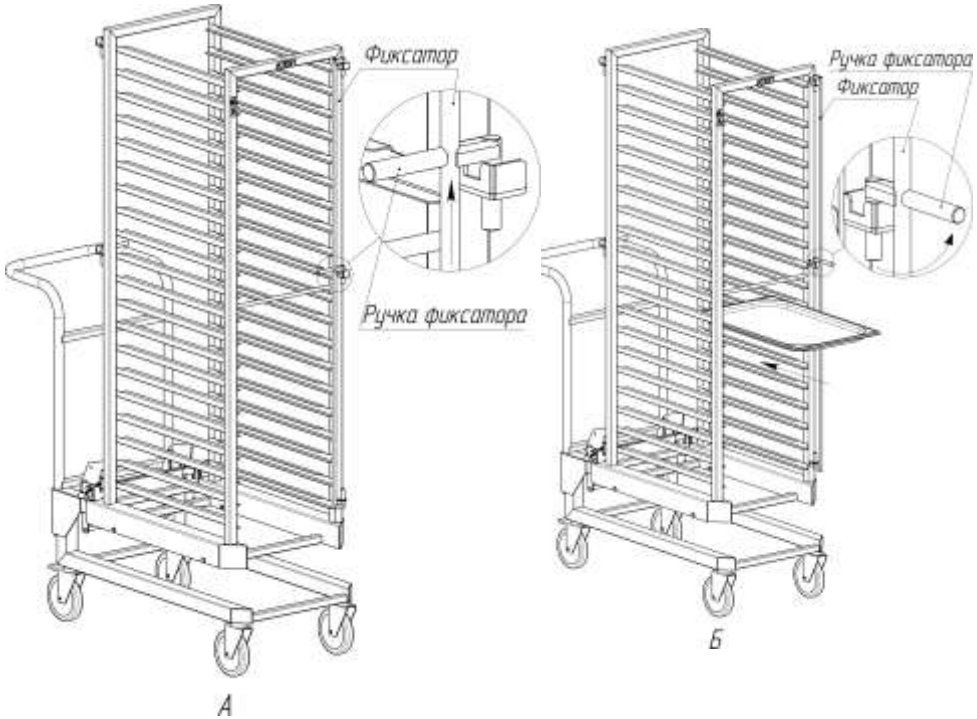

Рис. 4 Установка гастроемкости в шпильку пароконвектомата
- Приподнять фиксатор за ручку (Рис. 4 А).
- Повернуть фиксатор вправо (Рис. 4 Б).
- Установить гастроемкости (Рис. 4 Б).